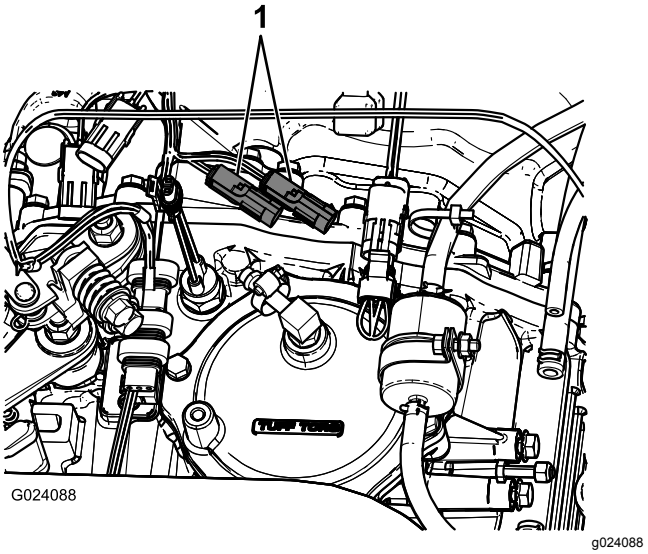

**Figur 16**
2. Ved maskinens transaksel kobler du 3-pinners kontakten i maskinens ledningssats for hastighetssensor til kontakten med tre sokler for sprederens ledningssats for hastighetssensor (Figur 16).